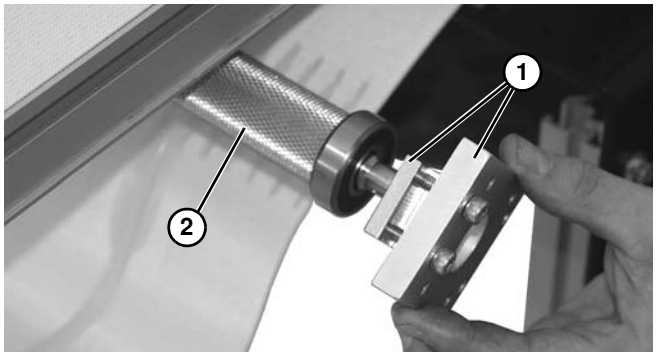

Abbildung 75
6. Montageblöcke **(Abbildung 75, Teil 1)** von Spindel **(Abbildung 75, Teil 2)** trennen.